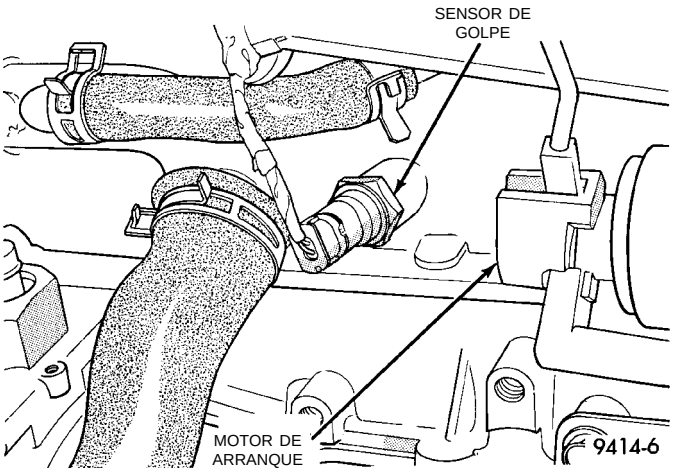

Fig. 41 Sensor de golpe
(14) Verifique la conexión eléctrica del sensor de golpe (Fig. 41).